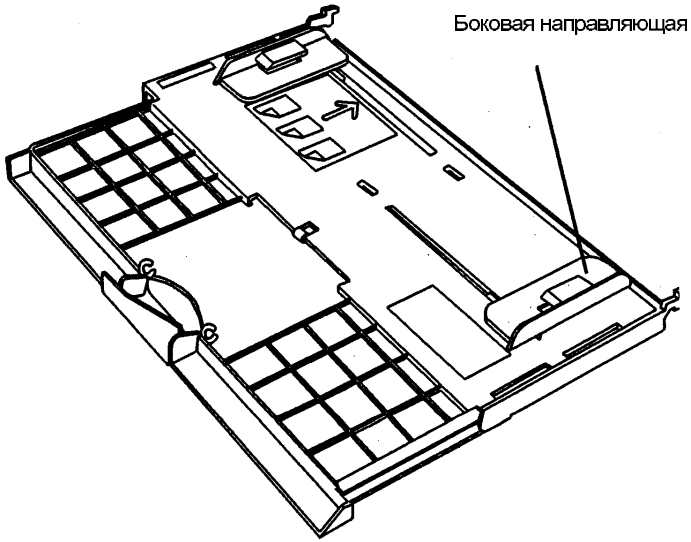

Рис. 1. Проверка боковой направляющей обходного лотка
1. Проверьте боковую направляющую обходного лотка (Рис. 1).